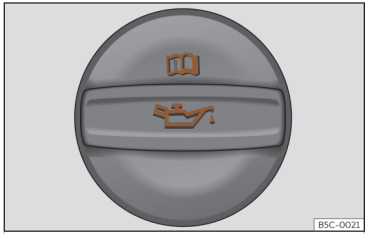

Abb. 224 Deckel der Motoröl-Einfüllöffnung im Motorraum.
- Suchen Sie den Motoröl-Einfüllstutzen. Sie erkennen ihn an dem Symbol auf dem Deckel ››› **(Abb. 224)**.
- Schrauben Sie den Deckel der Motoröl-Einfüllöffnung ab ››› **(Abb. 224)**.